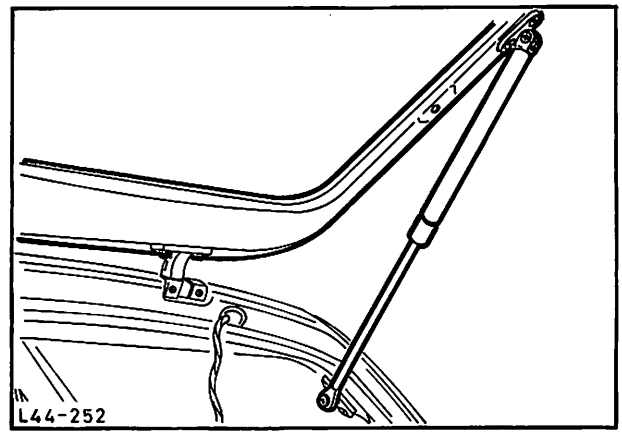

Abb. 267 Tür mit Türheber einbauen
12. Tür mit Türheber einbauen, Abb. 267.